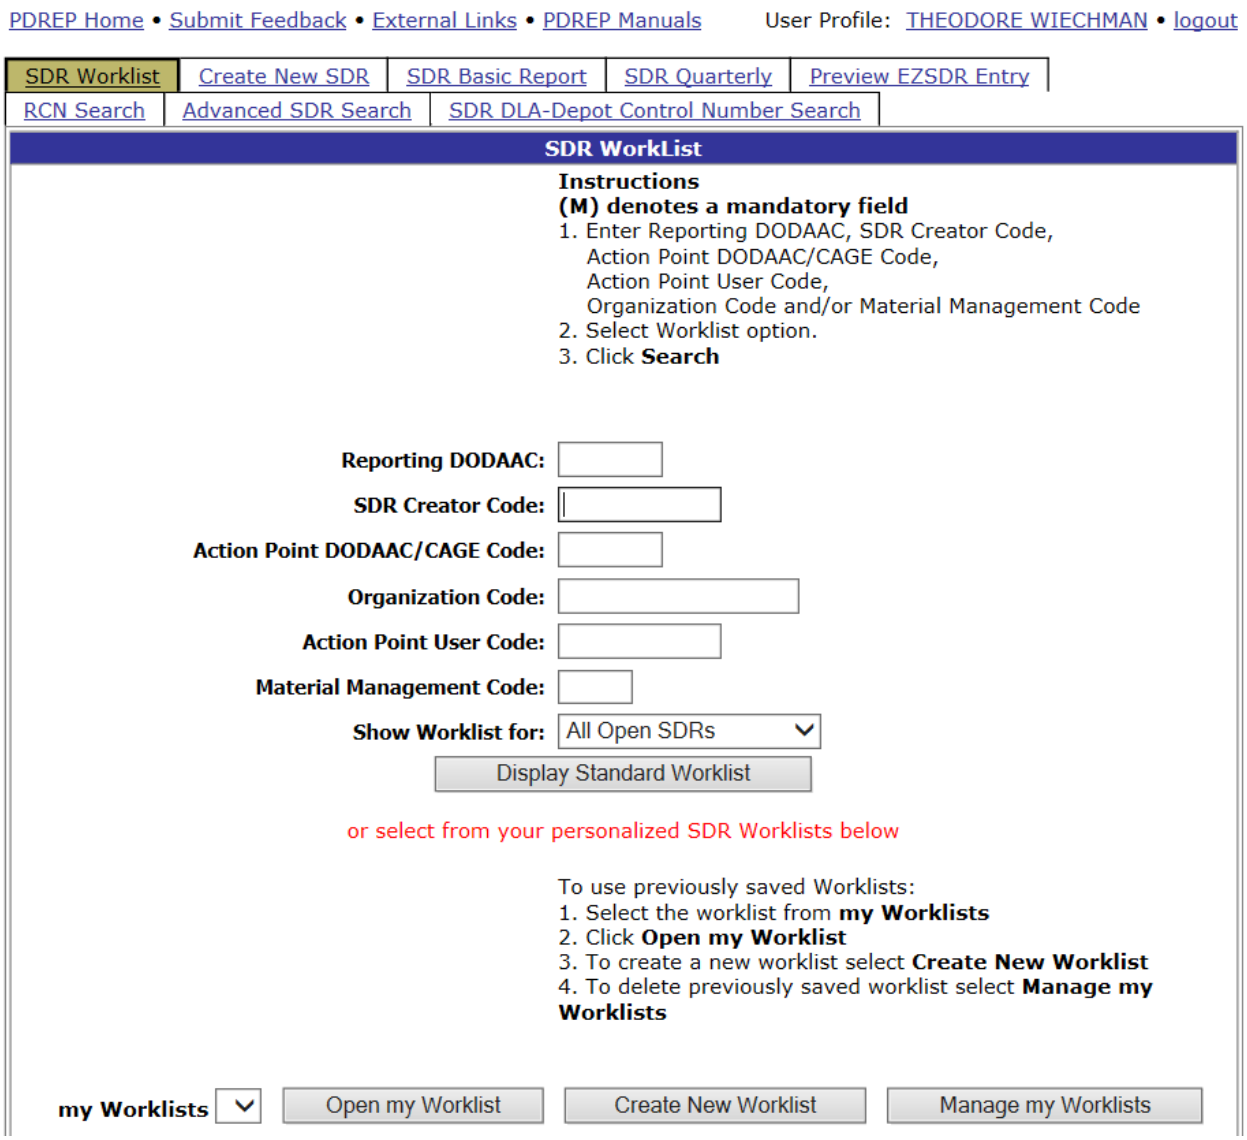

Figure 3.1
2. The SDR Worklist interface displays (Figure 3.1).